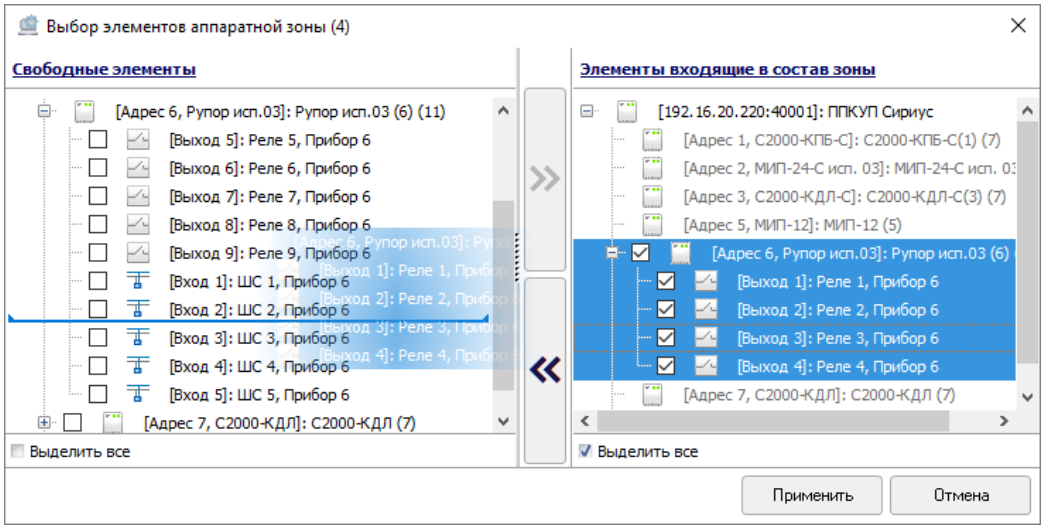

Рисунок 6-314 Удаление элементов и приборов из состава аппаратной зоны перетаскиванием
– в поле «Элементы, входящие в состав зоны» выделите один или несколько элементов/приборов (для выделения сразу нескольких элементов/приборов нажмите на клавиатуре и удерживайте клавишу <Shift> для выбора диапазона или клавишу <Ctrl> для комбинированного выбора) и, удерживая нажатой левую клавишу мыши, перетащите выделенные элементы/приборы в поле «Свободные элементы» (см. Рисунок 6-314).